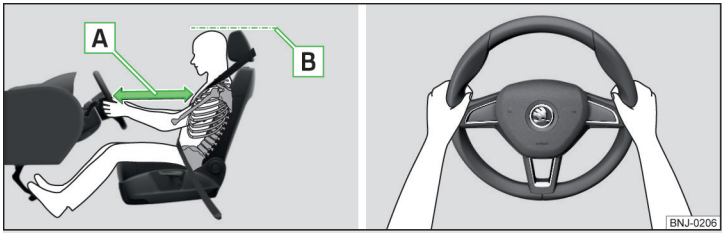

Fig. 1 **Correct seated position for the driver/correct steering wheel position**
✓ Adjust the steering wheel so that the distance A between the steering wheel and your chest is at least 25 cm » Fig. 1.
✓ Adjust the head restraint so that the top edge of the head restraint is at the same level as the upper part of your head B » Fig. 1 (not for seats with integrated head restraint).
- When driving, hold the steering wheel with both hands firmly on the outer edge in the "9 o'clock" and "3 o'clock" position » Fig. 1. Never hold the steering wheel in the "12 o'clock" position or in any other way (e.g. in the middle, inner edge of the steering wheel or similar). When the driver airbag is triggered you could seriously injure you arms, hands or head.
✓ Adjust the head restraint so that the top edge of the head restraint is at the same level as the upper part of your head B » Fig. 1 *on page 9* (not for seats with integrated head restraint).
✓ Adjust the head restraint such that the top edge of the head restraint is at the same level as the upper part of the head B » Fig. 1 *on page 9*.